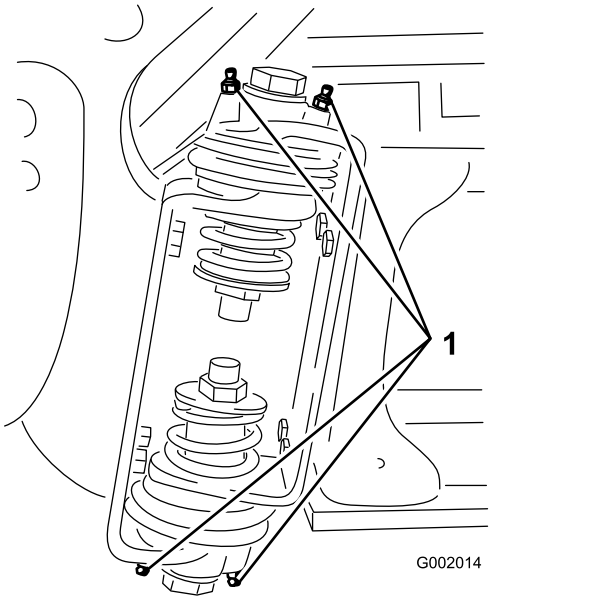

Рисунок 73
2. Закачайте консистентную смазку в подшипник или втулку через каждую масленку (Рисунок 73).